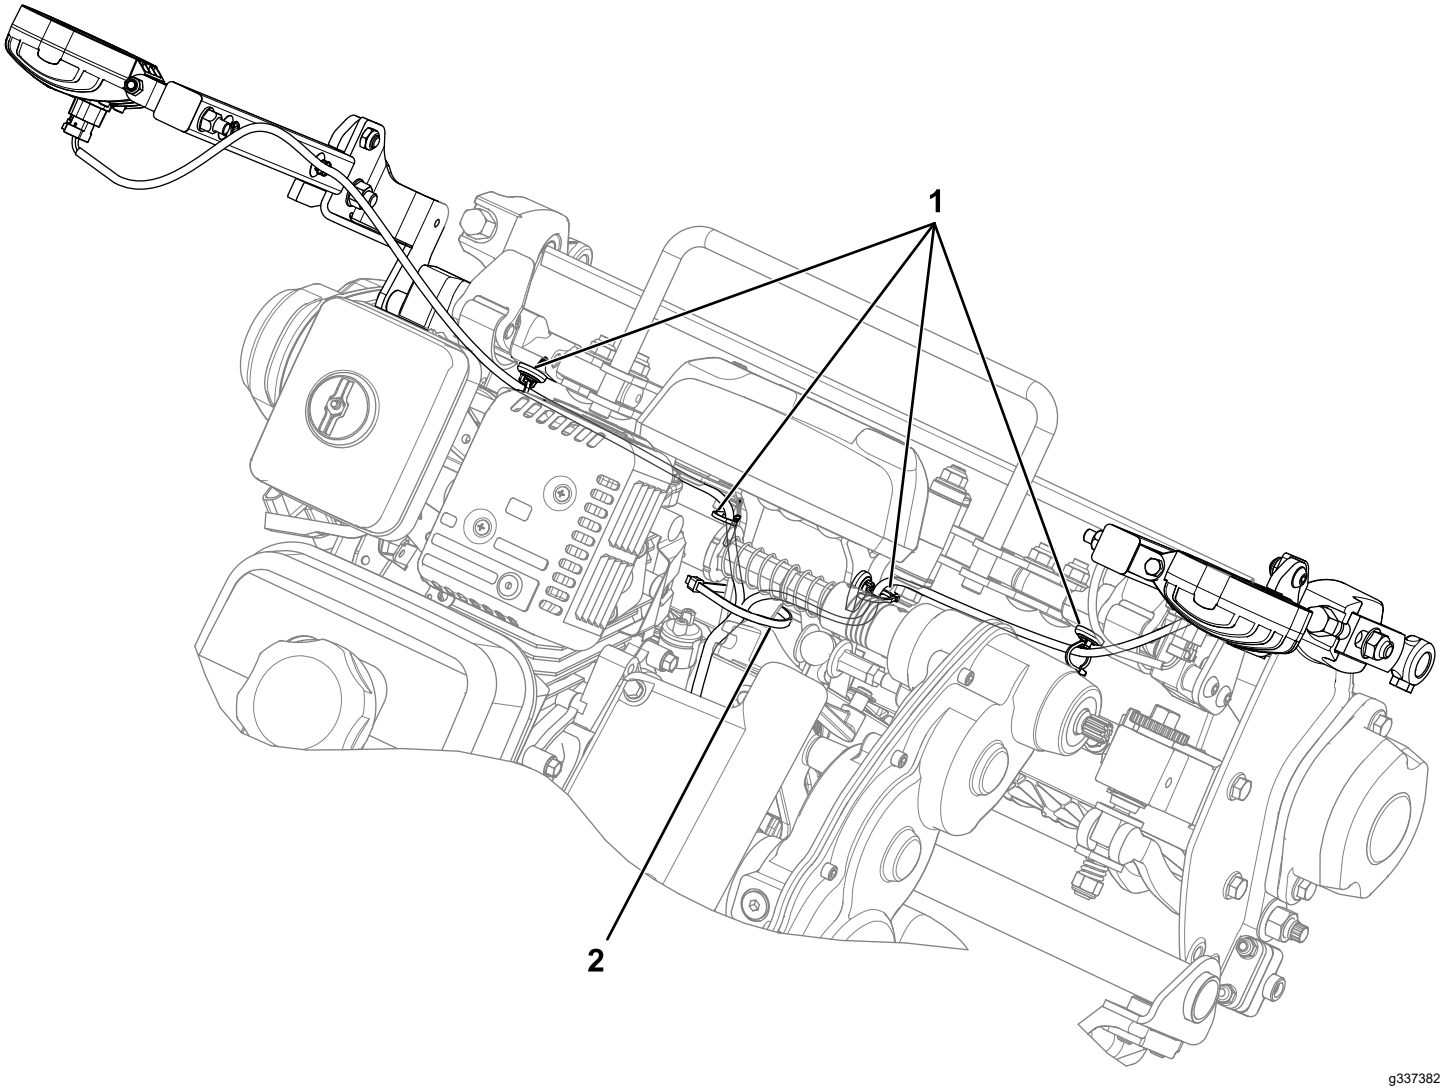

Figuur 5
3. Monteer de bevestigingen voor de kabelboom aan de framezones getoond in Figuur 5.
4. Bevestig de kabelboom aan de kabelboombevestigingen (Figuur 5).
6. Gebruik een kabelbinder om de kabelboom te bevestigen aan het frame (Figuur 5).